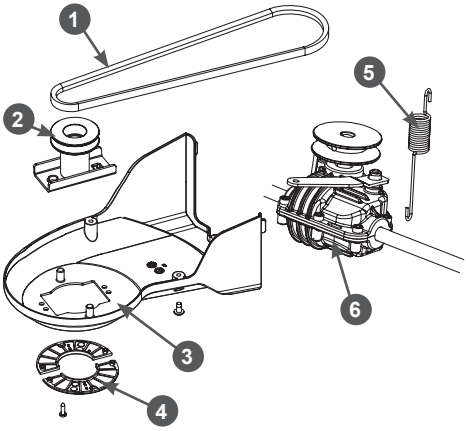

Рис. 25. Обслуживание ремня привода хода
5. Открутите винты крепления и снимите две защитные крышки ремня (Рис. 25).
6. Открутите винты крепления и снимите кожух защитный ремня (Рис. 25).
7. Попросите помощника нажать рычаг остановки двигателя. Медленно проворачивая коленчатый вал двигателя за нож, внимательно осмотрите ремень 1 привода хода на наличие трещин, разрывов, отслоения корда (Рис. 25). При обнаружении повреждений ремень необходимо заменить.
2. Открутите винты крепления и снимите крышки 4 защитные ремня (Рис. 25).
3. Открутите винты крепления и снимите кожух 3 защитный ремня (Рис. 25).
4. Снимите ремень 1 со шкива адаптера в сторону двигателя и снимите адаптер 2 с вала двигателя (Рис. 25).
6. Снимите ремень со шкива редуктора 6 (Рис. 25).
8. Установите новый ремень на шкив редуктора, затем установите адаптер ножа и установите ремень на шкив адаптера ножа. После этого убедитесь, что пружина 5 на месте и держит ремень в натянутом состоянии (Рис. 25).